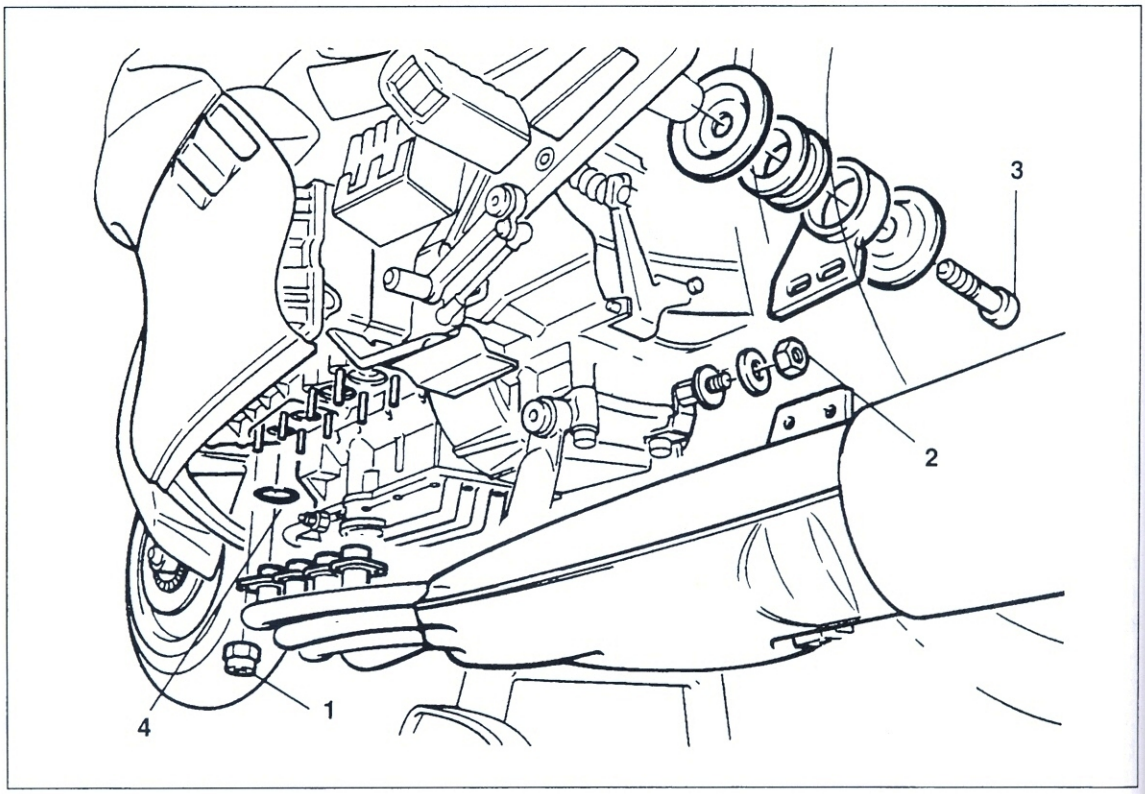

Bild 113
- Befestigungsmuttern ① Bild 113 am Zylinderkopf ausdrehen.
- Befestigung am Getriebe ② und Fussrastenplatte ③ lösen und Auspuffanlage abnehmen.